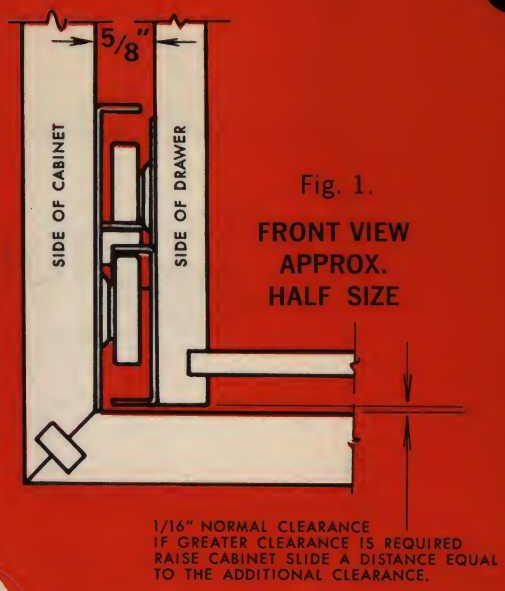

Fig. 1.
2. Drawer size: Width should be 1¼" narrower than opening to allow ⅝" space on each side. Drawer sides should be cut ⅝" lower than drawer front. Normal height clearance is 1/16". See Fig. 1.